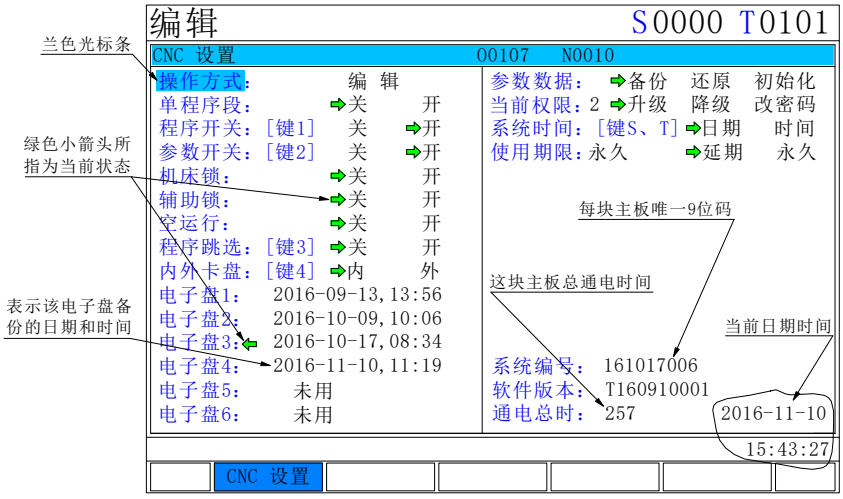

图 4.5.1-1
①设置 P182 参数（1～6），选择要备份的电子盘。例如=3
②回到 CNC 设置界面，如图 4.5.1-1
③用 ↑上 、↓下 键移兰色光标条到 参数数据 位置
④按 ←左 、→右 键移动绿色小箭头到备份，提示：备份数据（含系统参数，宏变量，螺距补偿）到电子盘
⑤当绿色小箭头指在备份时，按 换行 EOB 键，屏幕会有提示：是否备份到电子盘 3？是：[输入] 否：任意键 （电子盘 3 未备份过）或 电子盘 3 已有备份，是否覆盖？是：[输入] 否：任意键（电子盘 3 已备份过）
⑥按 输入 IN 键，先显示 系统加载中… ，完成后显示 操作成功。
①设置 P182 参数（1～6），选择要恢复的电子盘。例如=3
④按 ←左 、→右 键移动绿色小箭头选择还原，提示：还原当前电子盘数据到系统
⑤当绿色小箭头指在还原时，按 换行 EOB 键，屏幕会有提示：是否恢复成电子盘 3 配置？是：[输入] 否：任意键